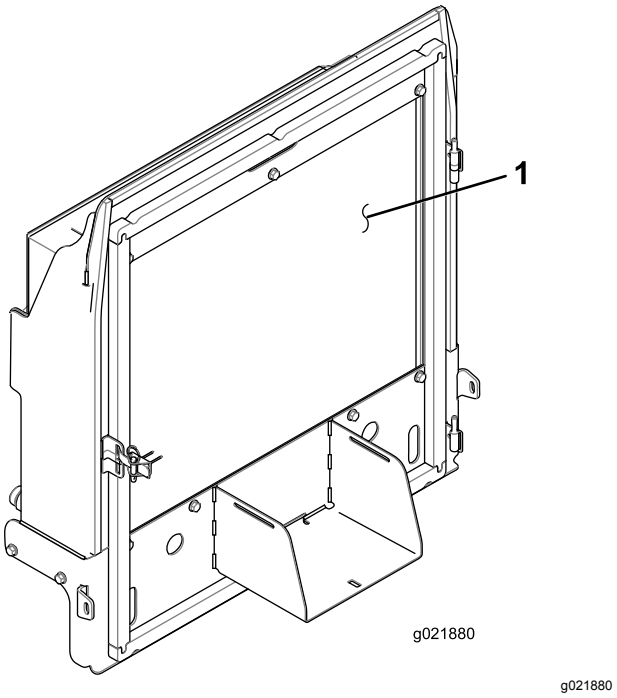

Figur 95
4. Rengjør begge sidene av radiatoren/oljekjøleren grundig med trykkluft (Figur 95).